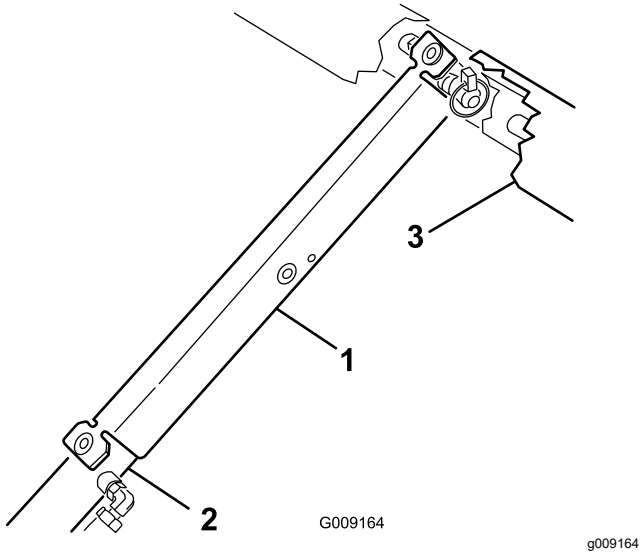

Figur 14
3. Skyv støttepilaren for lasteplanet på sylinderstangen. Påse at pilarendene hviler på enden av sylinderløpet og sylinderstangen (Figur 14).